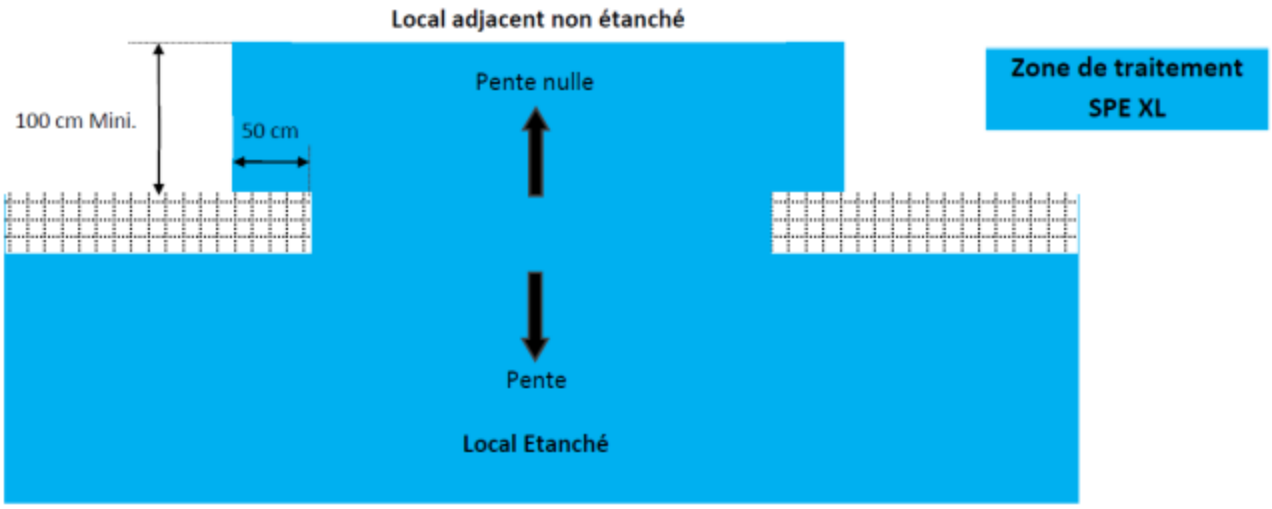

Figure 6 – Seuil avec pente – Prolongement de l'application SPE XL
- Un prolongement de SPE XL sera effectué de part et d'autre de l'ouverture dans le local adjacent, avec relevé de hauteur de 10 cm minimum sur une profondeur d'au moins 1 m et une largeur d'au moins 50 cm (figure 6).